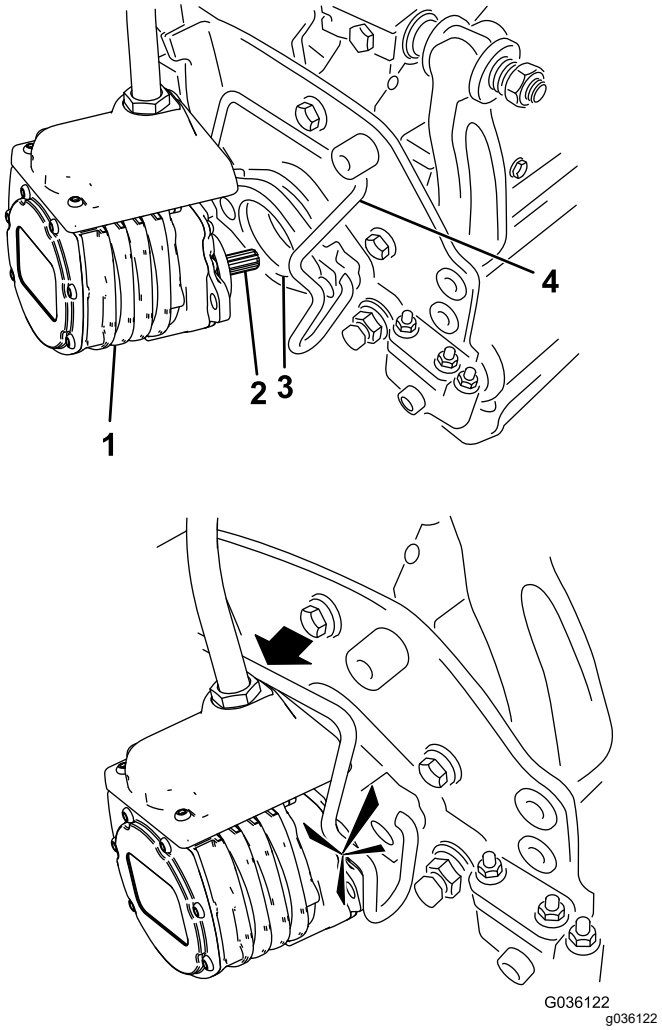

Figure 67
6. Enduisez de graisse propre l'arbre cannelé du moteur de l'unité de coupe (Figure 67).
7. Insérez le moteur dans le côté gauche de l'unité de coupe (vu de la position de l'utilisateur) et tirez la barre de retenue du moteur située sur l'unité de coupe vers le moteur jusqu'à ce que vous entendiez un déclic des deux côtés du moteur (Figure 67).